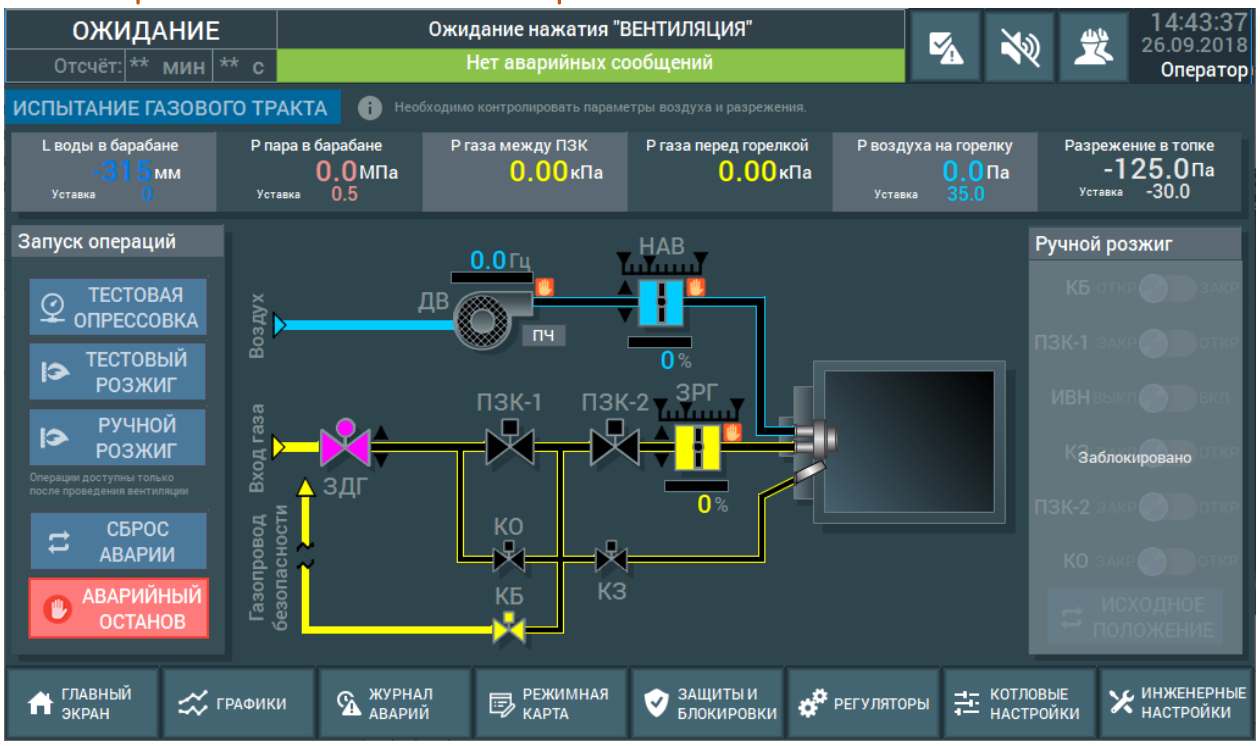

Рис. 8.21 Рабочий экран «Испытание газового тракта»
- **Наладочные операции**—вспомогательные наладочные экраны для розжига и рабочего режима (Рис. 8.21–Рис. 8.22).
Данный экран (Рис. 8.21) предназначен для осуществления тестовых операций на газовом тракте. Окно находится под парольной защитой.